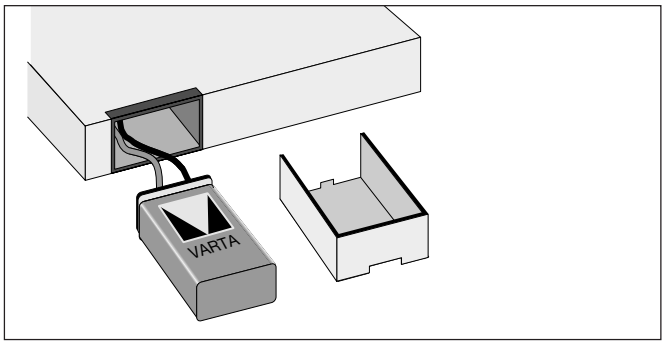

Bild10.3-10. Herausnehmen der Batterieschublade
- Batterieschublade ❾ mit dem Daumennagel in Pfeilrichtung etwas anheben und Schublade dann ganz herausziehen (Bild 10.3-10).